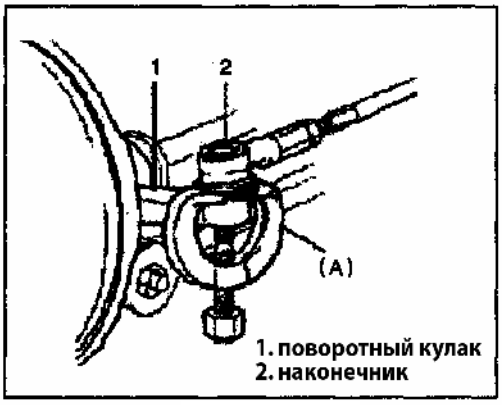

Рис. 430
7) При помощи специального инструмента отсоедините оба наконечника от поворотных кулаков (Рис. 430).